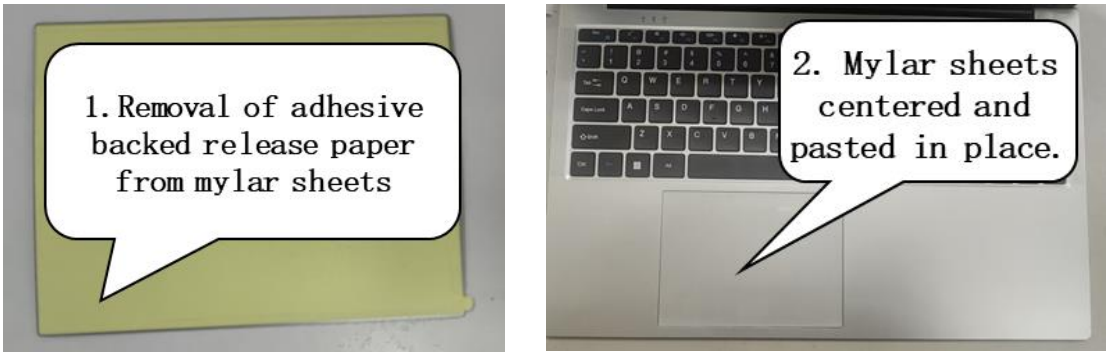

Figure 3-37 Replacing the Touchpad Button Board
3. Touchpad installation is complete, paste the touchpad Mylar, Mylar left and right centered, the top limit frame on the top side of the paste, as shown in Figure 3; (Figure 3-37).